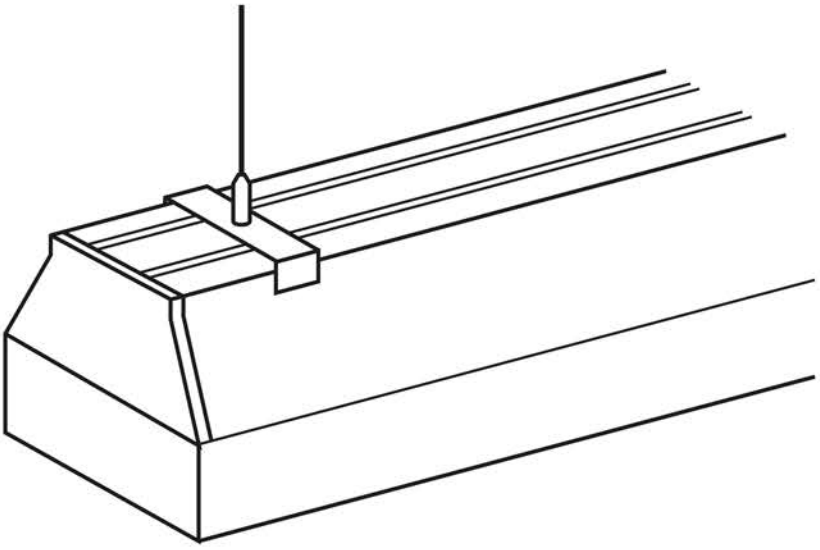

Рис. 8
5.5.6 Установите светильник в крепежные скобы (см. рисунок 8).